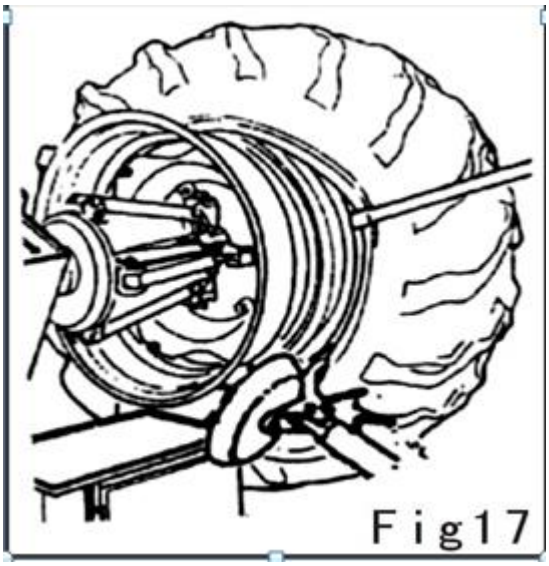

Fig17
8) Move the tool rack to the non-operation position and lower down the tire making it contact with the tire support platform④. Move the tire support platform outwards slightly for leaving the space to take out the tube.
13) On the right side of the nose tool, plug the rod in between the rim and the edge of the wheel.（Fig 17）